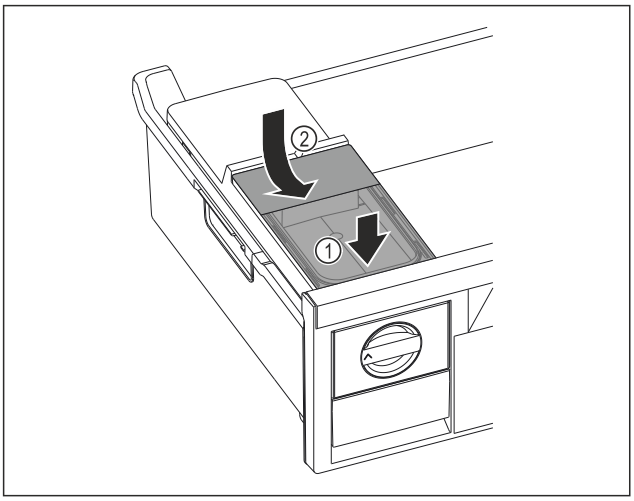

Fig. 126
- ▶ Placera vattenbehållaren framtill. *Fig. 126 (1)*
- ▶ Sänk ned vattenbehållarens baksida. *Fig. 126 (2)*